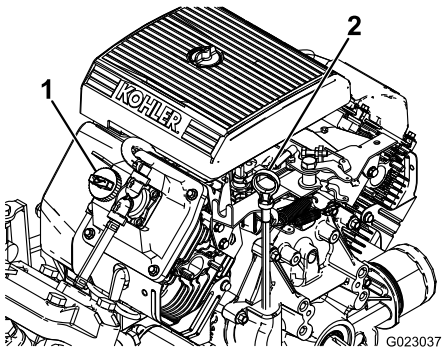

**Figur 27**
2. Fjern målepinden, og aftør den med en ren klud (Figur 27). Sæt målepinden ned i røret, og sørg for, at den sidder helt i bund. Fjern målepinden, og kontroller oliestanden.
3. Hvis oliestanden er lav, skal påfyldningsdækslet fjernes fra ventildækslet (Figur 27) og olie hældes i åbningen, indtil oliestanden når op til Full-mærket på målepinden. Hæld langsomt olie på, og kontroller niveauet ofte under denne proces. Fyld ikke for meget på.
8. Hæld langsomt cirka 80% af den specificerede mængde olie i oliepåfyldningsrøret (Figur 27).